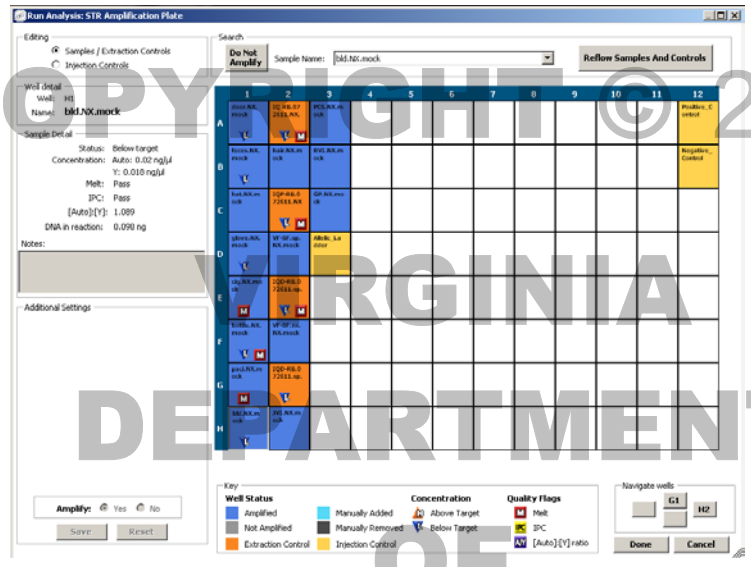

Figure 12. Injection plate showing fixed controls.
5.4.13 If the fixed controls were chosen, the plate setup Figure 12 will be shown. Click Done when finished reviewing the plate.